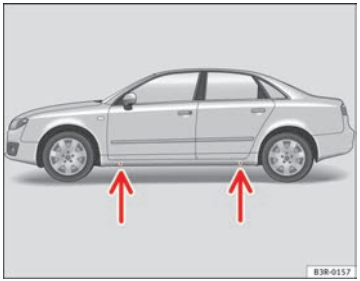

Fig. 184 Changing the wheel: The jacking points
– Position the vehicle jack under the door sill at the **jacking point** closest to the wheel being changed ⇒ fig. 184 -arrows-.
Recesses at the front and rear of the door sills mark the jacking points ⇒ fig. 184 -arrows-. There is only *one* jacking point for each wheel. Do not fit the jack anywhere else.